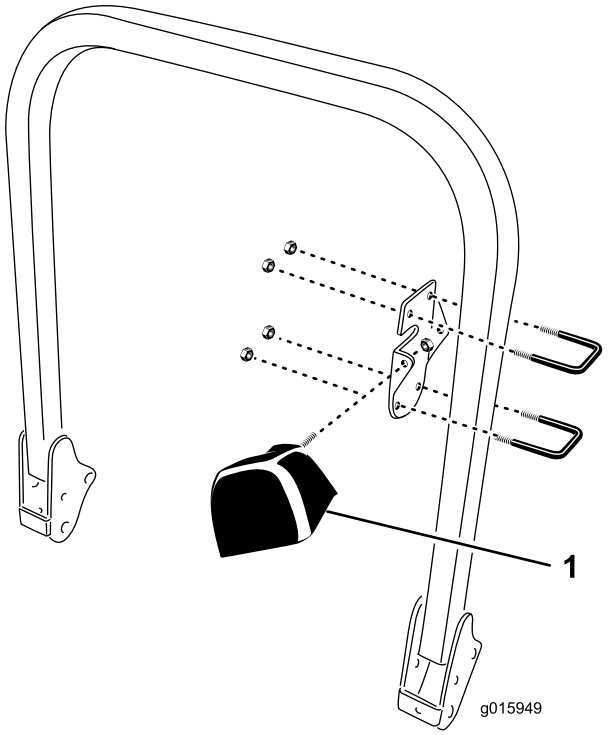

Figuur 7
1. Monteer de verlichtingsbeugel op de binnenkant van de rolbeugel met (2) U–bouten en (2) (3/8–16) borgmoeren. Gebruik daarbij Figuur 7.